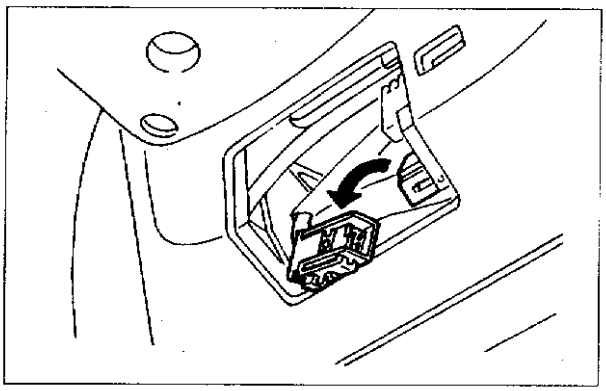

图 10－2－10
②使用 TAMPER RESISTANT TOR(尺寸为 T50)专用工具拆除左、右两侧特制螺栓，使气囊模块能够取出，见图 10－2－11。